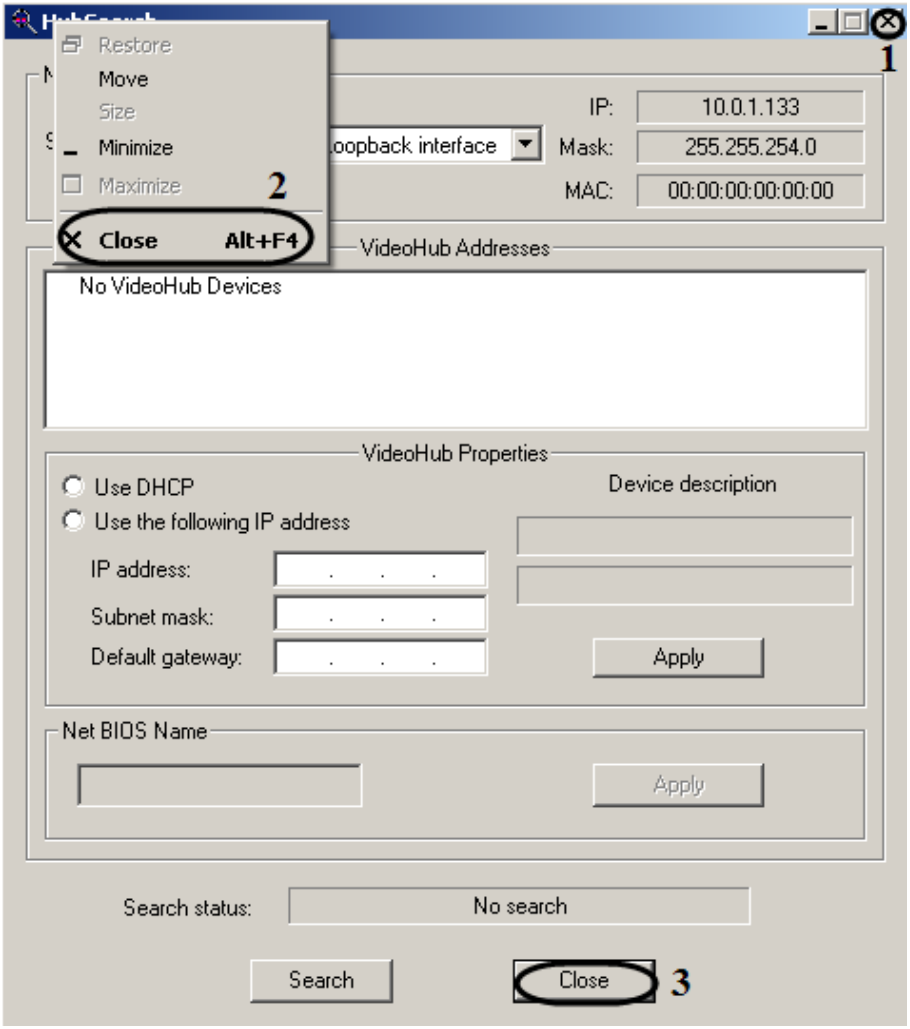

Figure 12.11-2 Shutting-down the HubSearch.exe utility
1. Click the button in left upper corner of Close dialog window (Figure 12.11-2,1);
2. Press a combination of keys «Alt»+«F4» (Figure 12.11-2,2);
3. Click the “Close” button at the bottom of dialog window (Figure 12.11-2,3).